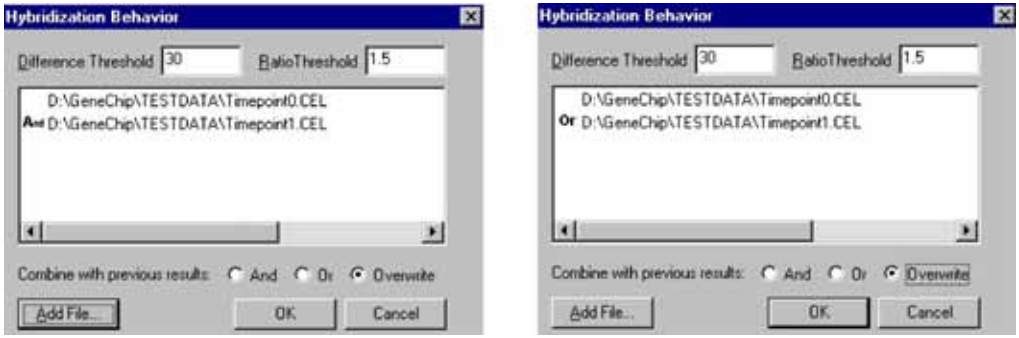

Figure G.26
7. Double-click the second (and each subsequent) .cel file name to toggle between the *And* and *Or* option **(Figure G.26)**.